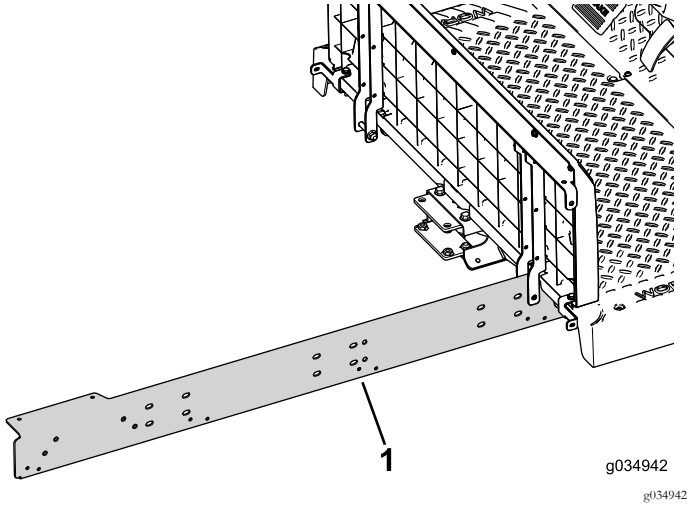

Figur 70
2. Monter forlængerskinnen løst på højre side af maskinen (Figur 70).